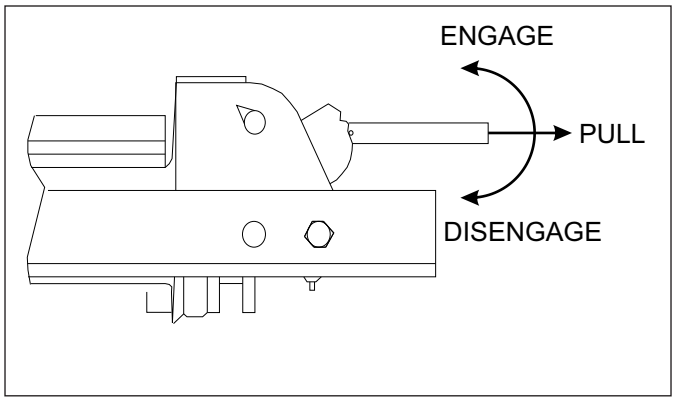

Figure 3-5: 12,000 LB. Winch Manual Clutch
1. The Winch Clutch handle (***See Figure 3-5*** **and** ***3-6***) is located on the right or curb-side end of the 12K winch assembly and the left or streetside of the 20K winch assembly. The function of the winch clutch handle is to engage or disengage the winch, allowing it to respond to the Winch Hydraulic knob.